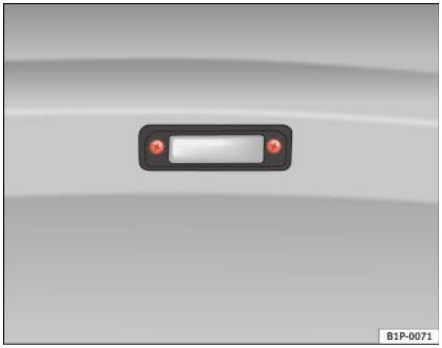

Fig. 176 Lampa plăcuței de înmatriculare
– Pentru a demonta capacul lămpii, desfaceți şuruburile ⇒ fig. 176.